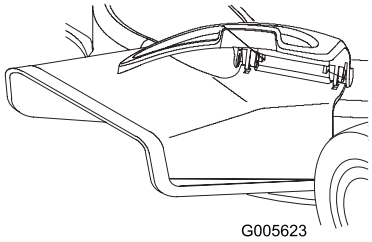

Figur 27
2. Løft opp sideåpningsdekselet (Figur 27).
3. Før sjakten over åpningen med sporene i sjakten på linje med tappene under dekselet (Figur 27).